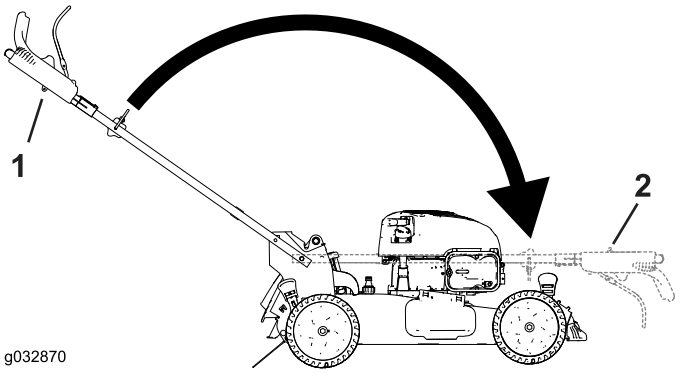

Figur 28
2. Fold håndtaget ved at dreje det fremad (Figur 28).